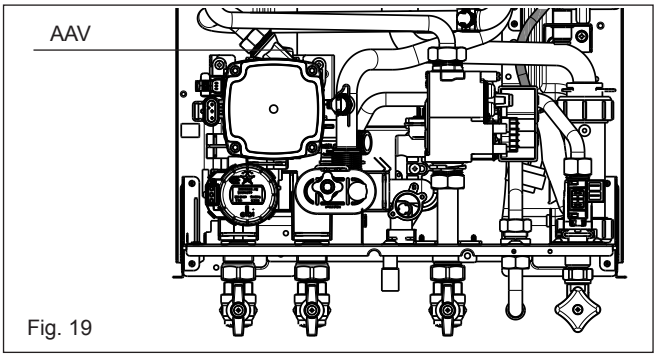

Fig. 19
5.4.1 AUTO AIR VENT - AAV (fig. 19)